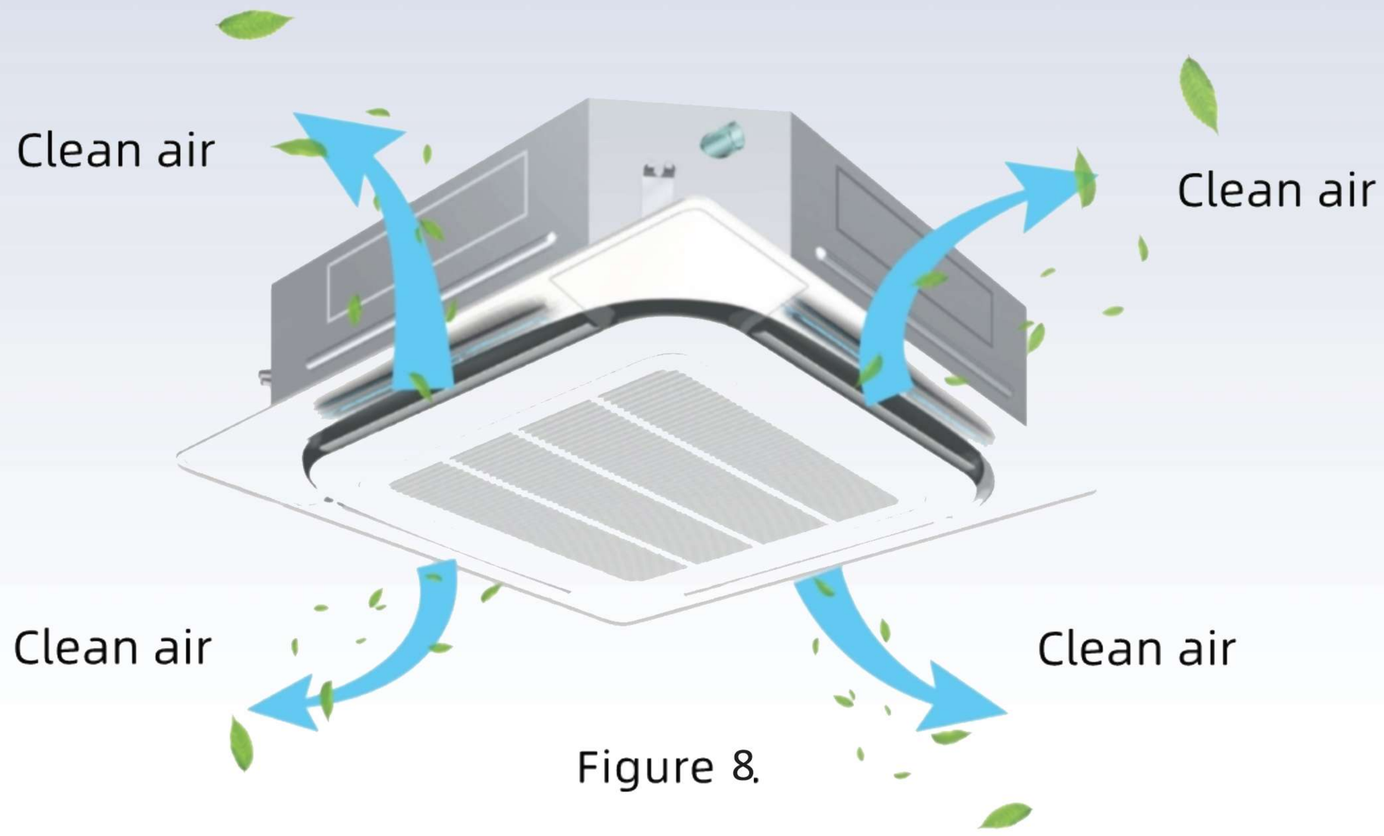

Figure 8.
- Plug in and turn on the air conditioner to confirm that the UV device is working.(Figure 8.)